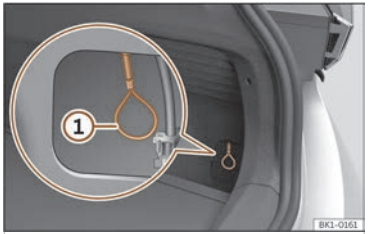

**Fig. 63** Behind the cover: emergency unlock of the charging connector.
- Pull the emergency manual release loop ① >>> Fig. 63. The charging connector can be removed >>> ⚠.